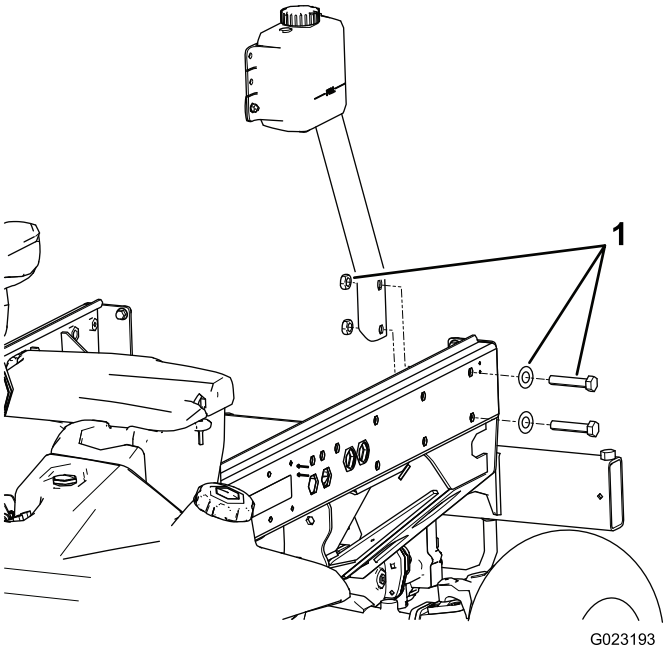

Figure 25
1. Remove the 2 bolts, 2 washers, and 2 nuts securing the reservoir-mounting bracket to the left frame rail (Figure 25).